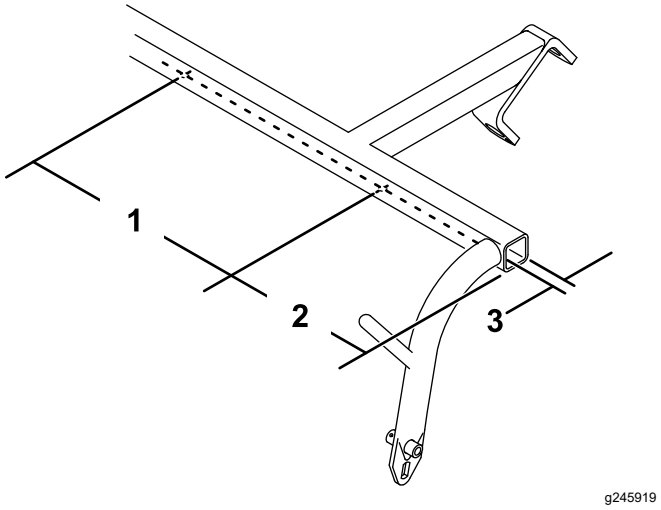

Figure 2
4. If the pull frame does not have 2 holes in the underside, drill them at the location shown in Figure 2 using a 0.221 inch drill bit.